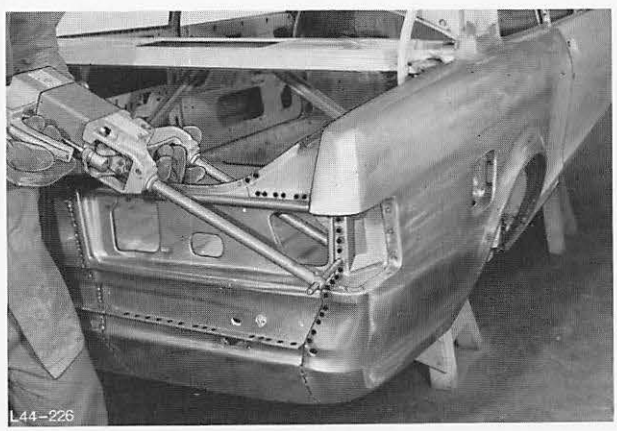

Abb. 241 Neuteile punktschweißen
13. Rückwandblech mit Schürze anpunkten, Abb. 241.